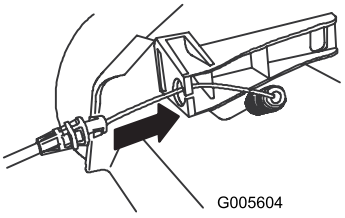

Figur 6
4. För in kabeln i kabelförankringen på det vänstra handtagsfästet (Figur 6).